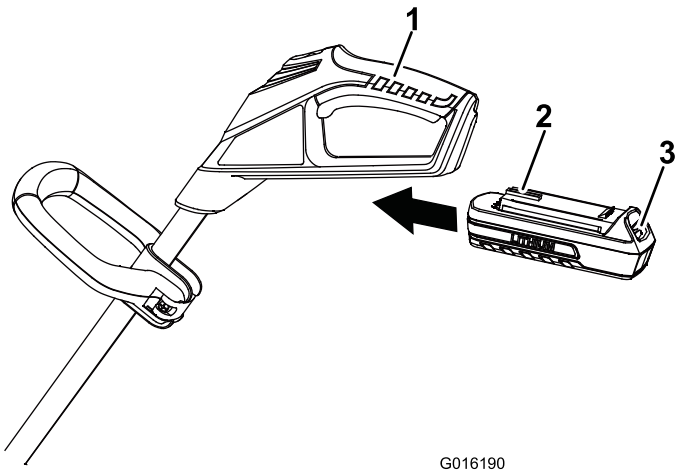

Figura 6
1. Alinee la lengüeta de la batería con el hueco correspondiente de la carcasa de la empuñadura (Figura 6).
2. Sujete la empuñadura del gatillo (Figura 6).